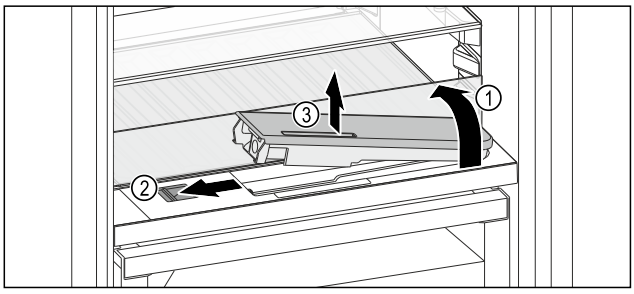

Fig. 135
▶ Levante la plancha de cristal y pliéguela hacia detrás hasta que haga tope *Fig. 135 (1)*.
▶ Desplace el control deslizante *Fig. 135 (2)* hacia la izquierda.
▶ Retire el depósito de agua *Fig. 135 (3)*.